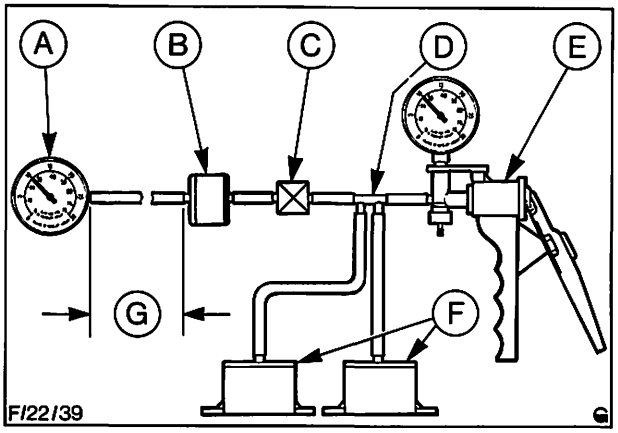

Abb. 59 Prüfkreis – Verzögerungsventil
1. Verzögerungsventil an den in Abb. 59 gezeigten Prüfkreis anschließen. Die schwarze Seite des Ventils muß an die Vakuumpumpe und die farbige Seite an den Unterdruckmesser angeschlossen werden.